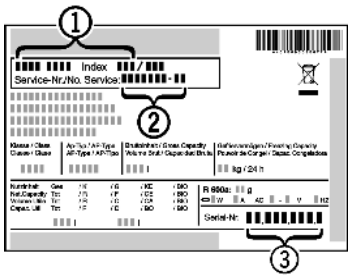

*Fig. 14*
- ▶ Relever la désignation de l'appareil *Fig. 14 (1)*, le n° de service *Fig. 14 (2)* et le n° de série *Fig. 14 (3)* sur la plaquette signalétique. Cette plaquette se trouve sur la paroi intérieure gauche de l'appareil.
- ▶ Informer le S.A.V. et lui communiquer la panne, la désignation de l'appareil *Fig. 14 (1)*, le n° de service *Fig. 14 (2)* et le n° de série *Fig. 14 (3)*.